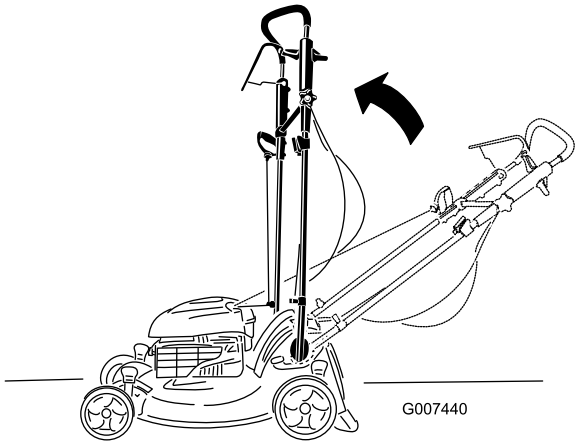

Figuur 48
2. Zet de handgreep rechtop (Figuur 48).